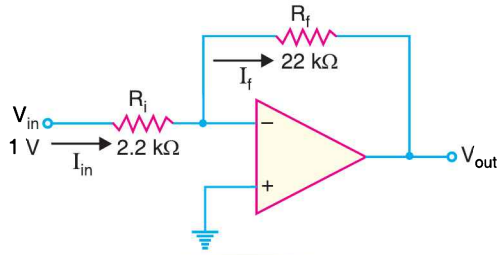

Fig. 25.105
12. Determine the approximate values of (*i*) I_{in} (*ii*) I_f (*iii*) V_{out} (*iv*) closed-loop voltage gain for the circuit in Fig. 25.105. **[(*i*) 455 μ*A* (*ii*) 455 μ*A* (*iii*) – 10*V* (*iv*) – 10]**